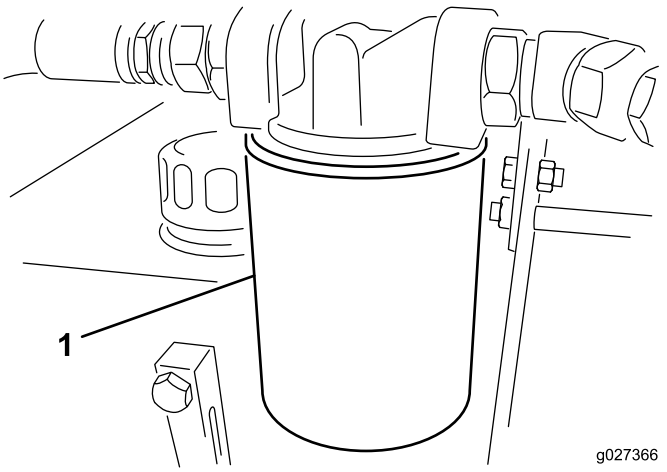

Figur 12
3. Ställ ett avtappningskärl under filtret och ta bort filtret (Figur 12).